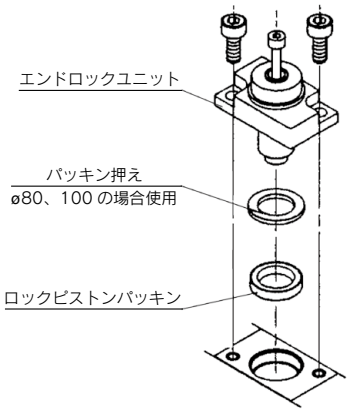

図1　エンドロック取外し方法
a. エンドロック取外し(図1)
カバーの前側から図1のように精密ドライバーなどを差込み抜取ります。